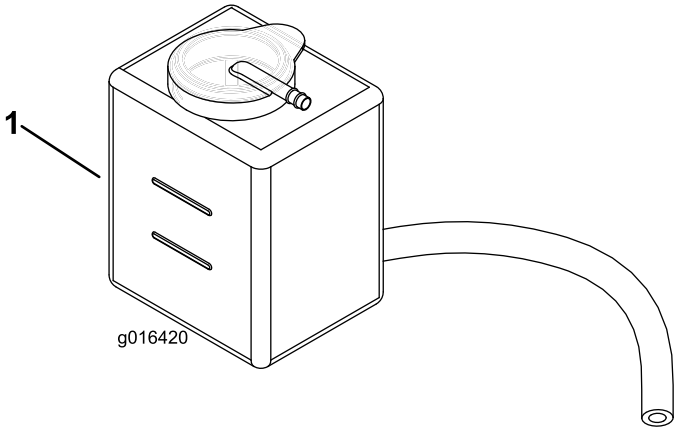

Figur 25
2. Kontroller kølervæskestanden (Figur 25). Kølevæsken skal være mellem linjerne på reservetanken, når motoren er kold.